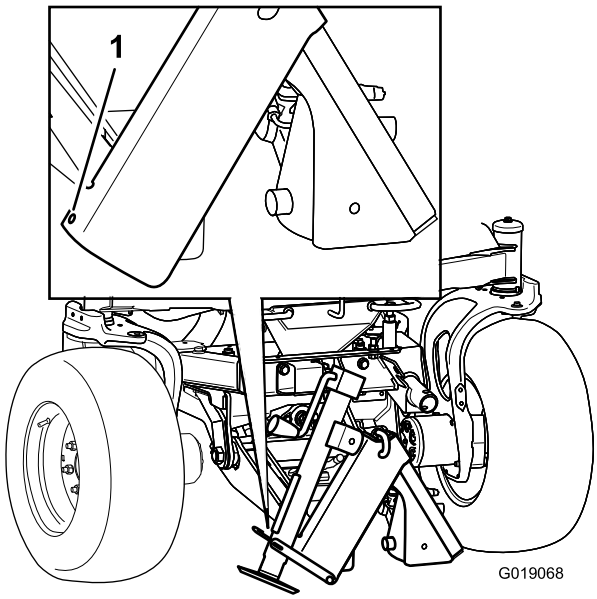
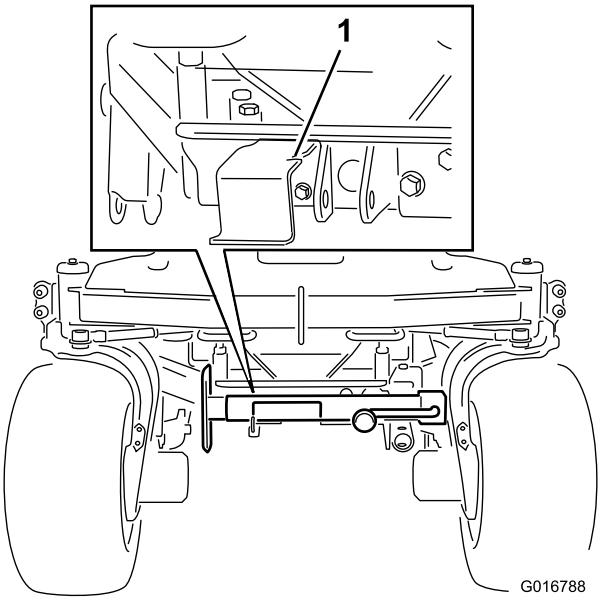

Figura 9
Figura 10
2. Introduzca el pasador prisionero (no ilustrado) a través del taladro lateral del tubo del gato y el taladro de la pestaña, y sujete el gato con la correa elástica (Figura 9 o Figura 10).